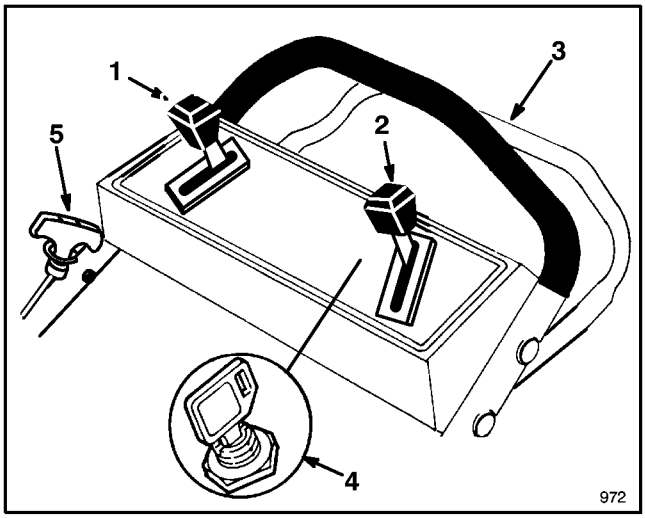

Abbildung 11
STEUERVORRICHTUNG—Startschlüssel (Elektrostart-Modell), Gashebel, Geschwindigkeitshebel, Antriebshebel und Seilstarter befinden sich am oberen Griff (Abb. . 11).
3. STARTEN MIT E-START—Den Schlüssel auf ⍥ (START) drehen und loslassen, sobald der Motor läuft. Wenn der Motor anspringt, den Gashebel von ⍓ (CHOKE) nehmen und die Drehzahl nach Bedarf regulieren. Wenn die Batterie zu schwach ist, um den Motor zu starten, kann der Motor mit dem Seilstarter gestartet werden (Abb. 11).